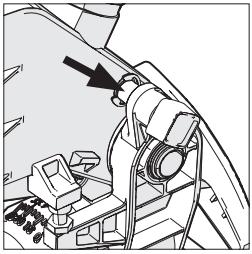

Fig. 16
- Ensure that the cutting head is in the locked down position with the latching pin fully engaged in its socket **(see Fig.16)**.
- Ensure that the cutting head is in the locked down position with the latching pin fully engaged in its socket **(Fig. 16)**.
- Pull out the head latching pin **(Fig. 16)** and allow the cutting head to rise to its upper position.